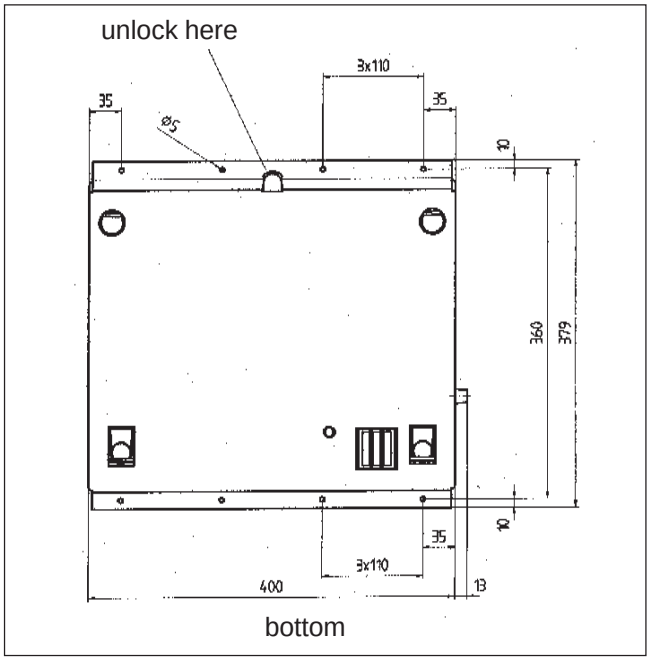

Figure 1
* The mounting system has 4 bore holes both at the top and bottom edges, allowing it to be mounted to the ambulance in a vertical or horizontal position (take care that the mounting system is flush against the wall of ambulance; in the vertical position the wider part with the cable aperture must face down!) (see Fig. 1).